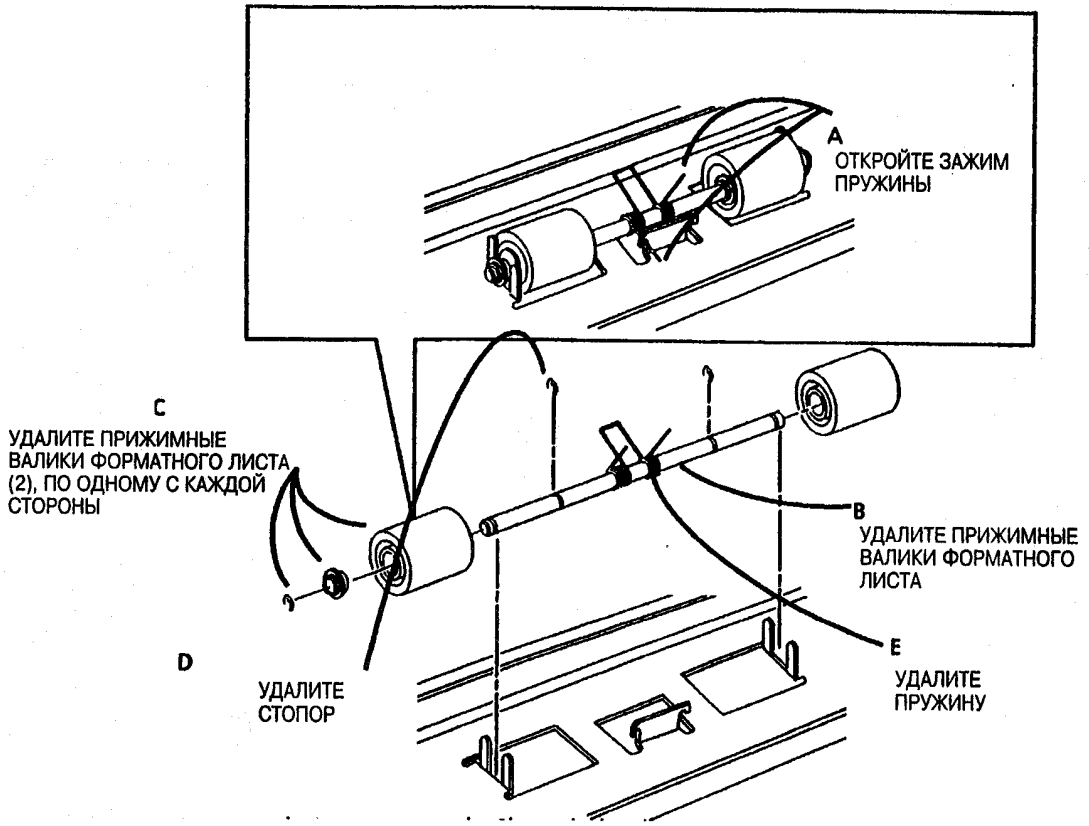

Рис. 1. Удалите прижимные валики форматного листа
6. (Рис. 1): Удалите прижимные валики форматного листа.